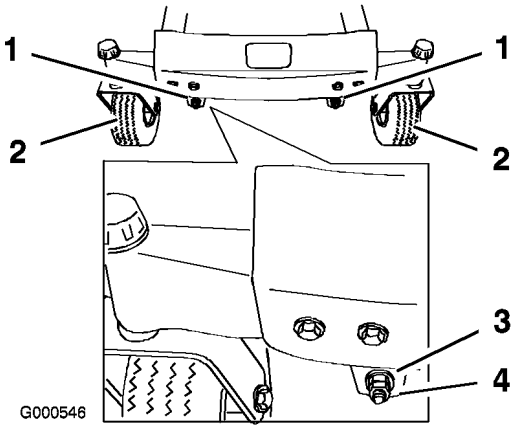
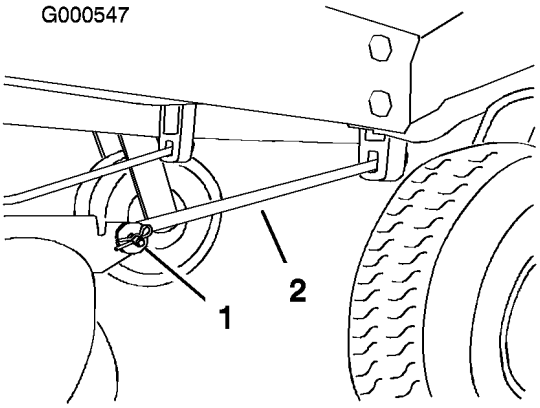

Figure 45
Figure 46
11. Pour régler l'inclinaison avant/arrière des lames, retirez les contre-écrous et tournez les écrous de réglage à l'avant du plateau de coupe (Figure 45).
13. Après avoir réglé uniformément les écrous, contrôlez de nouveau l'inclinaison avant/arrière. Poursuivez le réglage des écrous jusqu'à ce que la pointe avant de lame soit de 1,6 à 7,9 mm (1/16 à 5/16 pouce) plus bas que la pointe arrière (Figure 45).
Remarque: Après avoir réglé les écrous de réglage, vérifiez qu'aucune des tiges de support ne présente de jeu (Figure 46). Serrez l'une ou l'autre pour supprimer le jeu (Figure 45).
4. Retirez la goupille fendue et l'axe de chape de la tige de support avant de chaque côté du plateau de coupe (Figure 46).
7. Fixez les tiges de support avant à la machine à l'aide des axes de chape et des goupilles fendues (Figure 46).